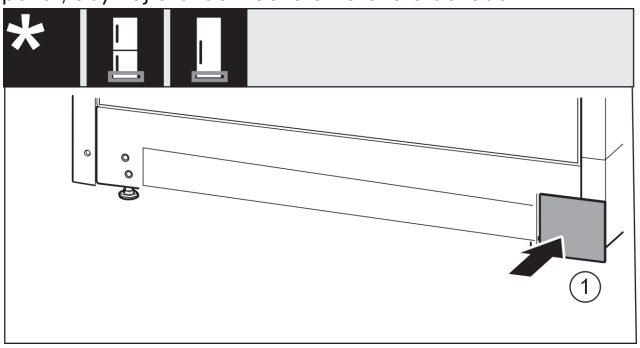

Fig. 25
▶ Kryt *Fig. 25 (1)* opět nasaďte na druhé straně.